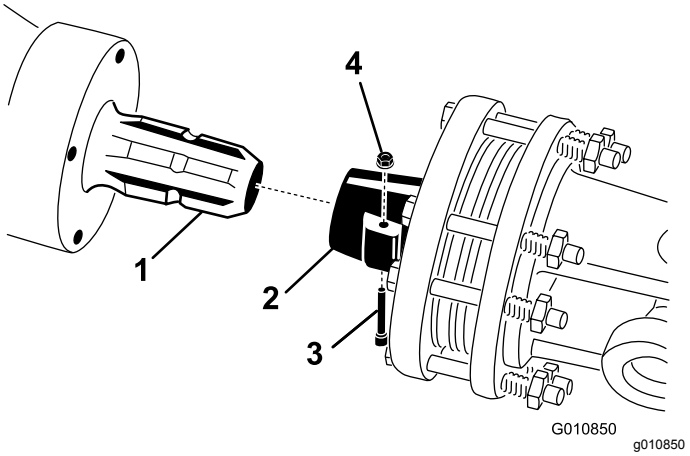

Figur 23
1. Ta bort sprinten och muttern från kraftuttagsaxeln (Figur 23).
2. Anslut kraftuttagsaxelns kopplingsände till luftarväxellådans ingångsaxel med sprinten och muttern som togs bort tidigare (Figur 23). Det går bara att sätta i sprinten på ett sätt.